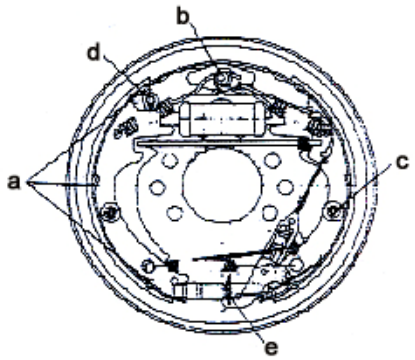

Figure 2-20
(1) Coat the cup and piston on the brake cylinder with brake fluid and assemble the spring, piston cup, piston and protection loop in sequence.
(2) Mount brake cylinder on the brake backing plate.
(3) Mount the brake backing plate on the drive axle.
(4) Coat all the positions as shown in Figure 2-20 with heat-resistant grease,